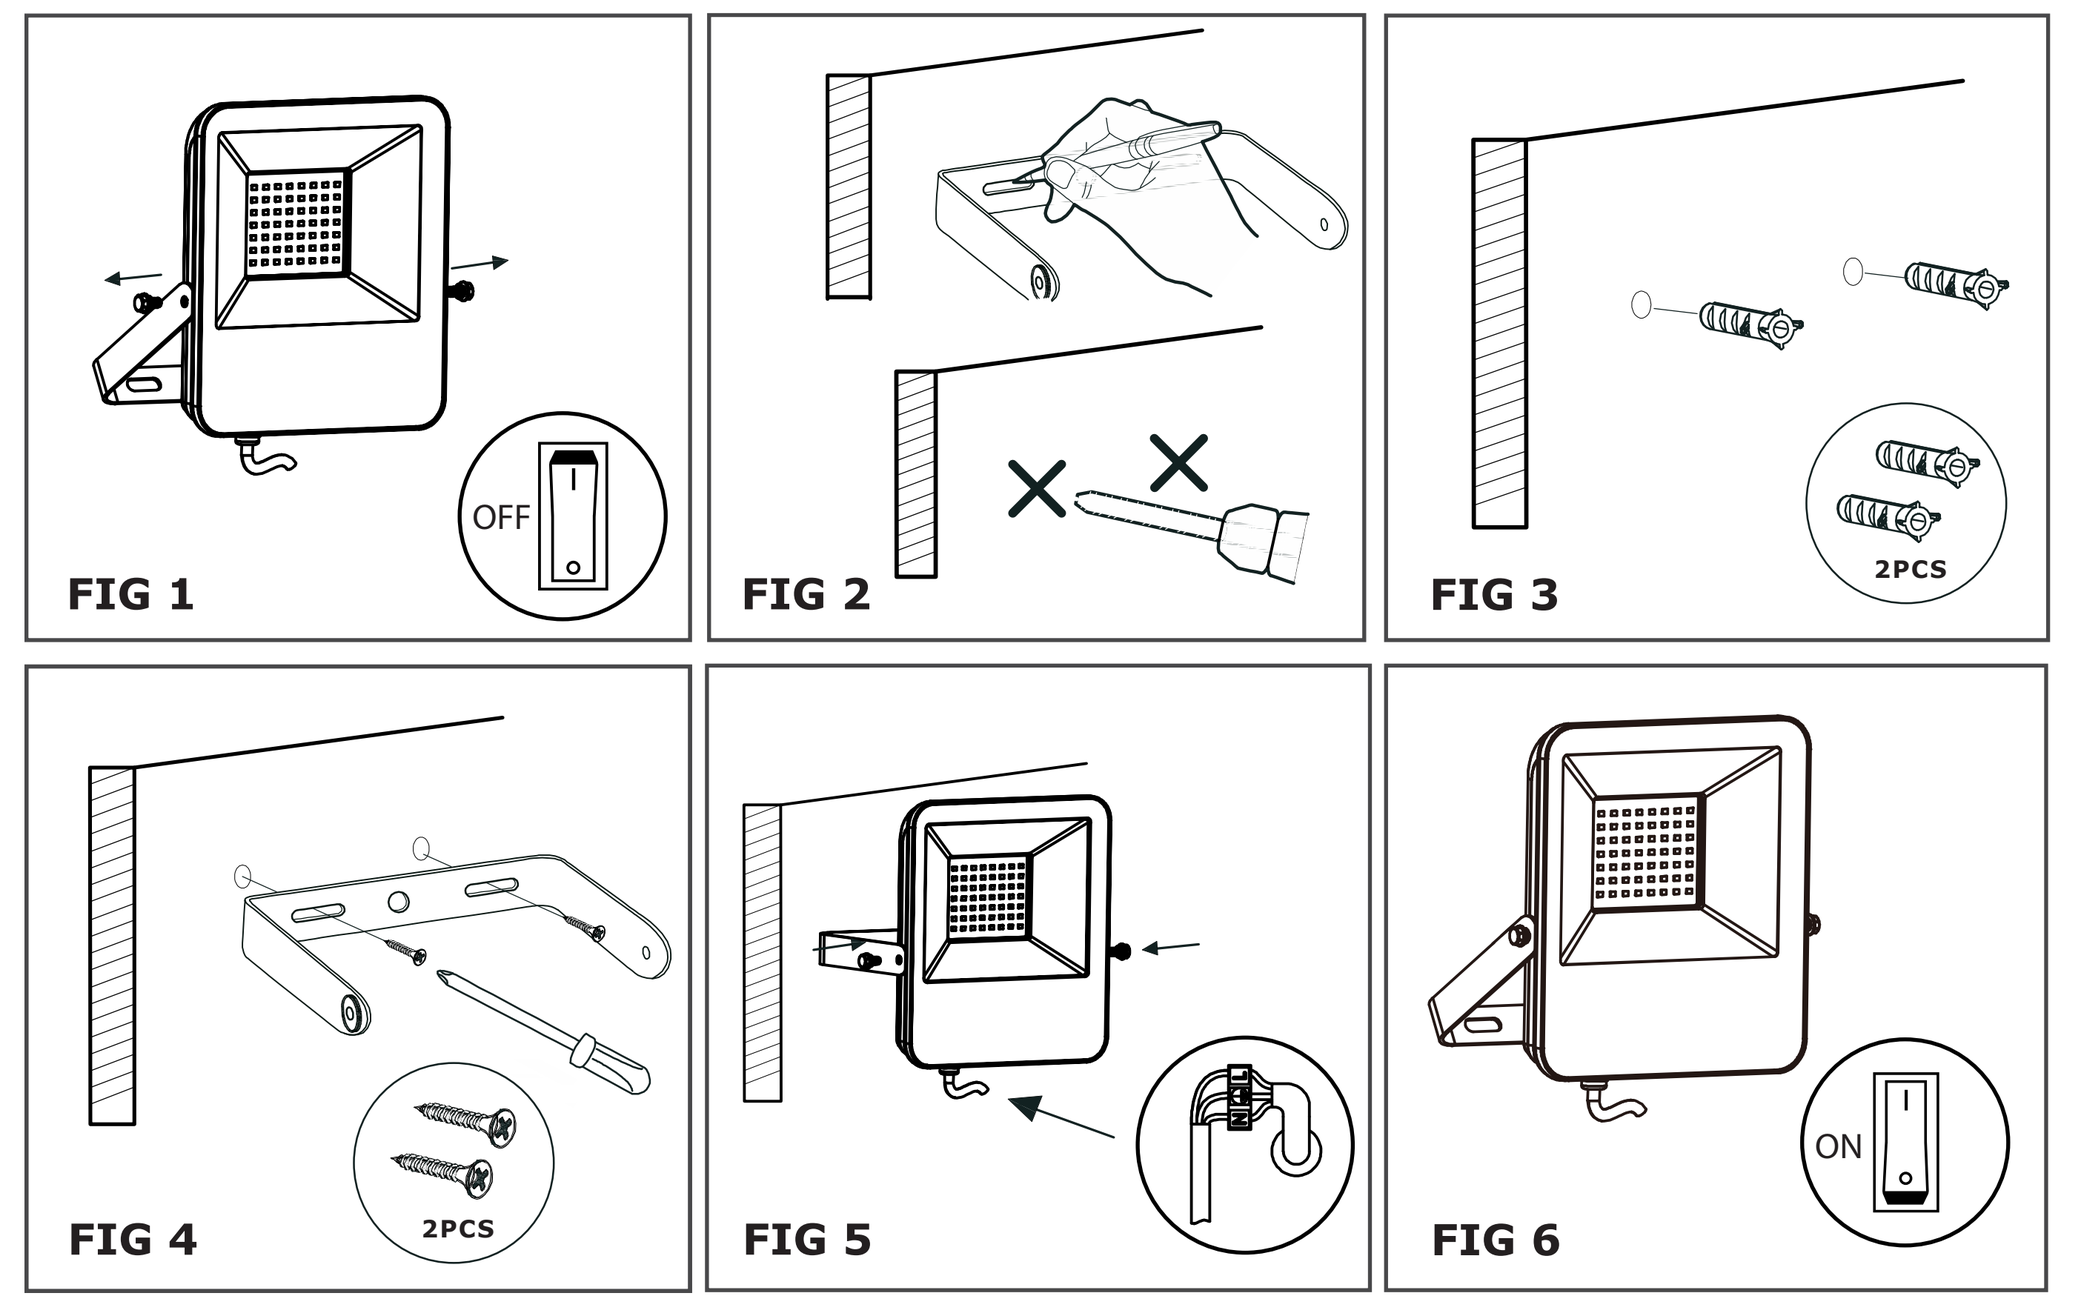

FIG 1, FIG 2, FIG 3, FIG 4, FIG 5, FIG 6
Remove the screw and the bracket afterward. (Figure 1)Before drilling, mark the hole position for fixing the bracket onto the wall (Screw not supplied). (Figure 2)
- Bitte bauen Sie nicht auf einer Fläche ein, in der möglich ist, Vibrationen zu entstehen. Beseitigen Sie danach die Schraube und die Klammern. (Bild 1) Bevor Sie Öffnungen bohren, bezeichnen Sie die Öffnungsposition für die Fixierung des Klammers auf der Wand (Die Schraube ist nicht bereitgestelt). (Bild 2)